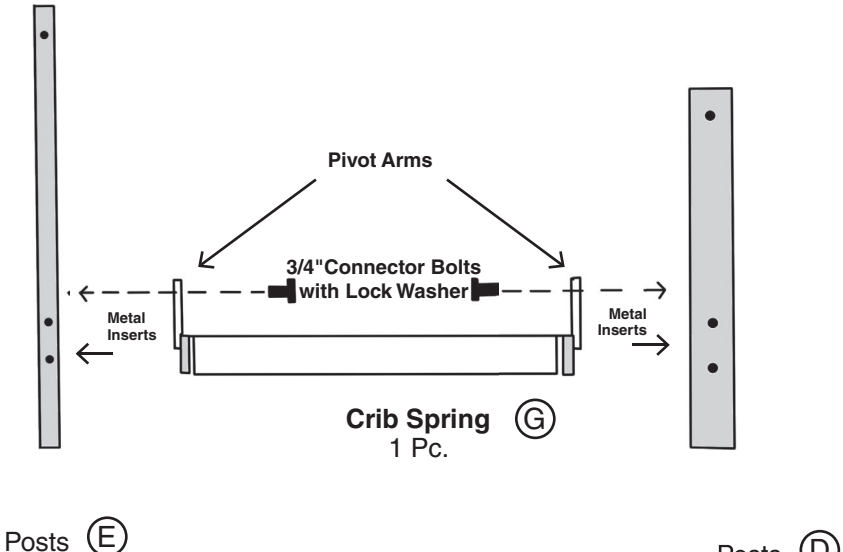

FIGURE 4
4. Attach crib spring (G) to metal insert with four–3/4" Connector Bolts with lock washers, using Allen Wrench provided. See Figure 4. There are three metal inserts for height adjustment of crib spring. **Note: Crib spring should be lowered as child grows to discourage child from trying to climb out.**